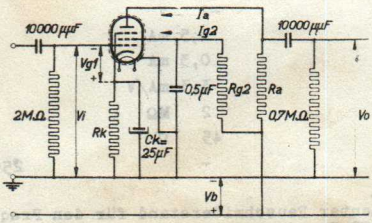

Fig. 1
2) Siehe Schaltbild der Fig.1.
Voir le schéma de la fig.1.
See circuit diagram of fig.1.